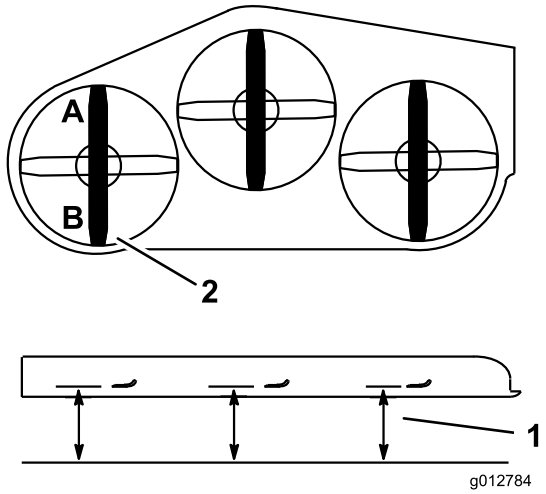

**Figur 83**
2. Mål den venstre kniv ved punktet **A** fra en plan overflade til knivspidsens skarpe kant, og noter dette tal ned (Figur 83).
3. Mål den venstre kniv ved punktet **B** fra en plan overflade til knivspidsens skarpe kant, og noter dette tal ned (Figur 83).
4. Plæneklipperens skærekniv skal være 6 til 10 mm lavere i position **A** end i position **B** (Figur 83). Hvis det ikke er korrekt, skal du gøre følgende: